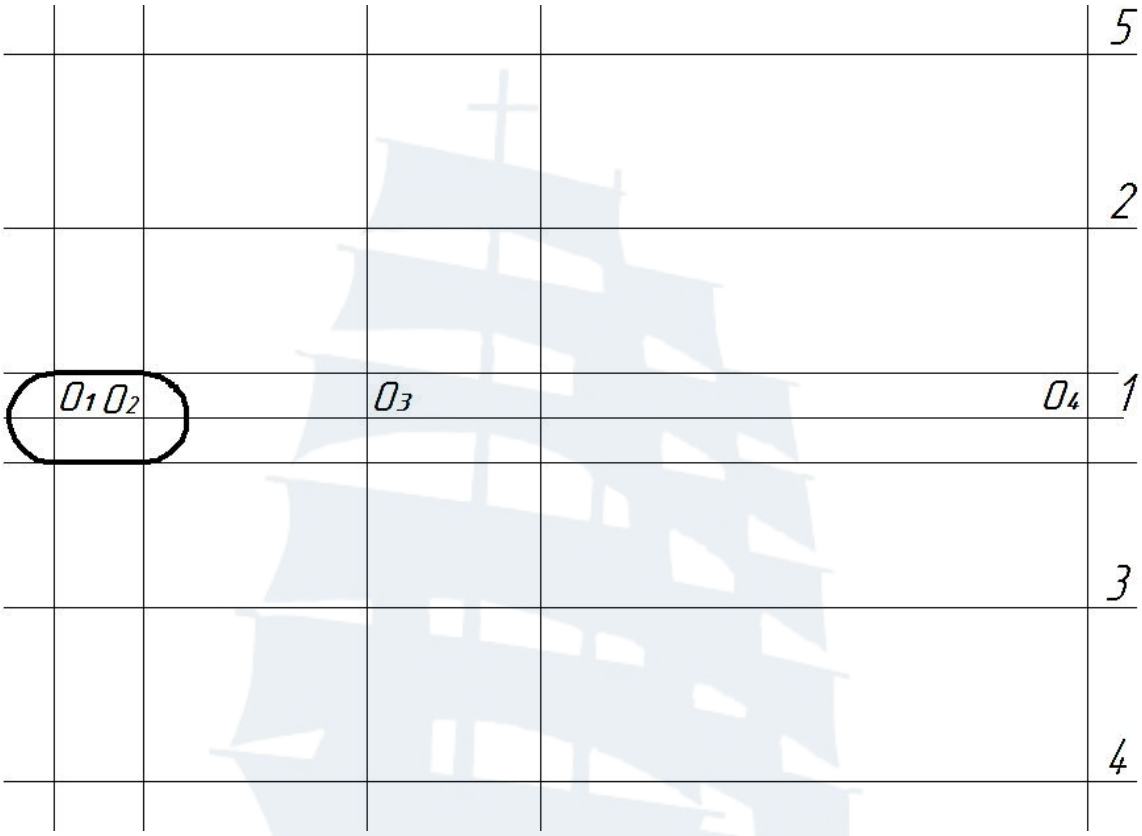

Рис. 122
6. Используя команду **Отрезок,** построить касательные (рис. 122) к дугам, построенным согласно пунктам 4 и 5 (выше и ниже вспомогательной прямой 1).